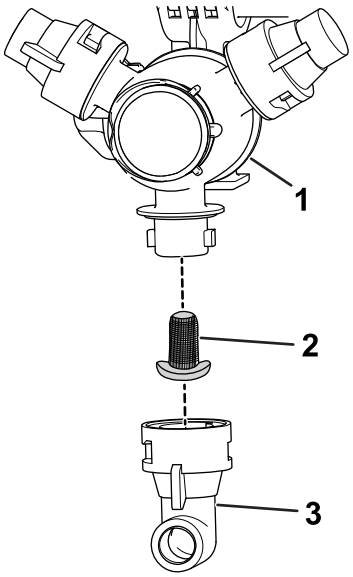

Figuur 80
2. Neem de spuitdop uit de houder Figuur 80
3. Verwijder het spuitdopfilter (Figuur 80).
5. Monteer het spuitdopfilter (Figuur 80).
6. Monteer de spuitdop op de spuitdophouder (Figuur 80).